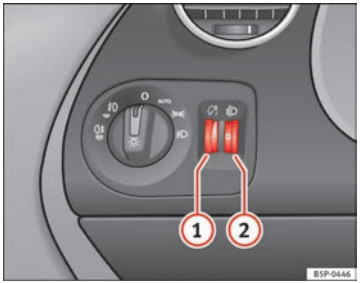

Fig. 74 Dash panel: regulation for instrument and switch lighting and headlight range control
**Instrument and switch lighting** (1)
When the headlights are switched on, the brightness of the instruments and switch lighting can be regulated to suit your requirements by turning the thumb wheel ⇒ Fig. 74 (1).